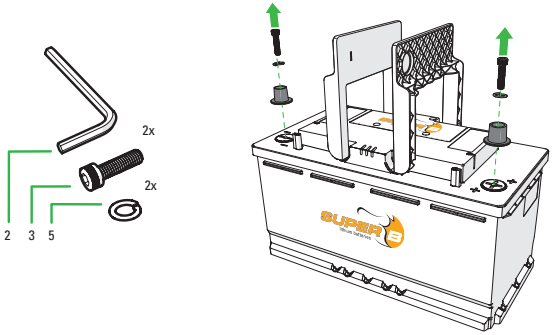

Figure 6. Enlever les bornes d'alimentation d'automobile.
1. Enlever les bornes d'alimentation d'automobile (figure 6).